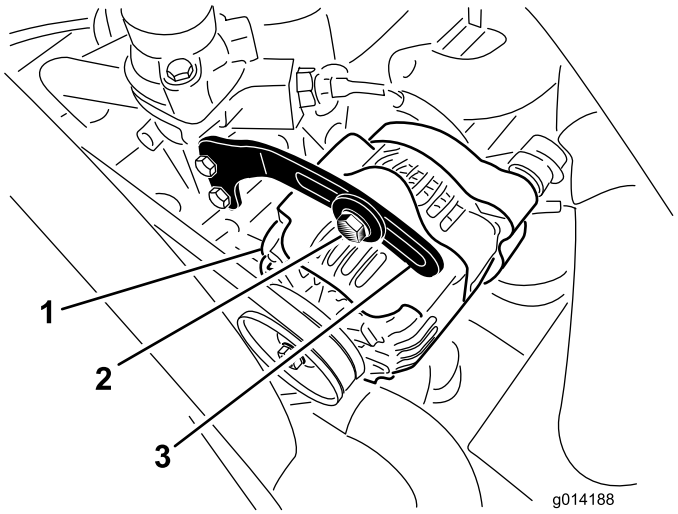

Figur 57
2. Kontroller spenningen ved å trykke ned remmen (Figur 57) midt mellom vekselstrømsgeneratoren og veivakselrullene med en kraft på 10 kg.
3. Løsne bolten som fester avstiveren til generatoren (Figur 57), og generatorsvingbolten.